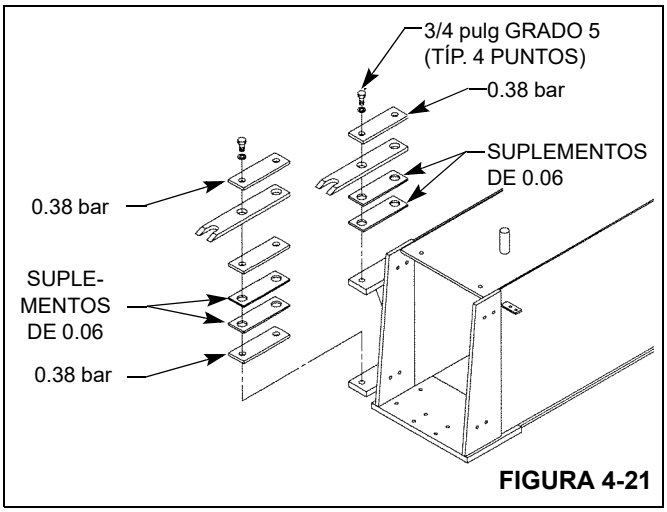

FIGURA 4-21
1. Use pernos para fijar sin apretar los dos conjuntos de orejetas con suplementos y barras, de la manera ilustrada en la Figura 4-21, al costado de la primera sección de la pluma.